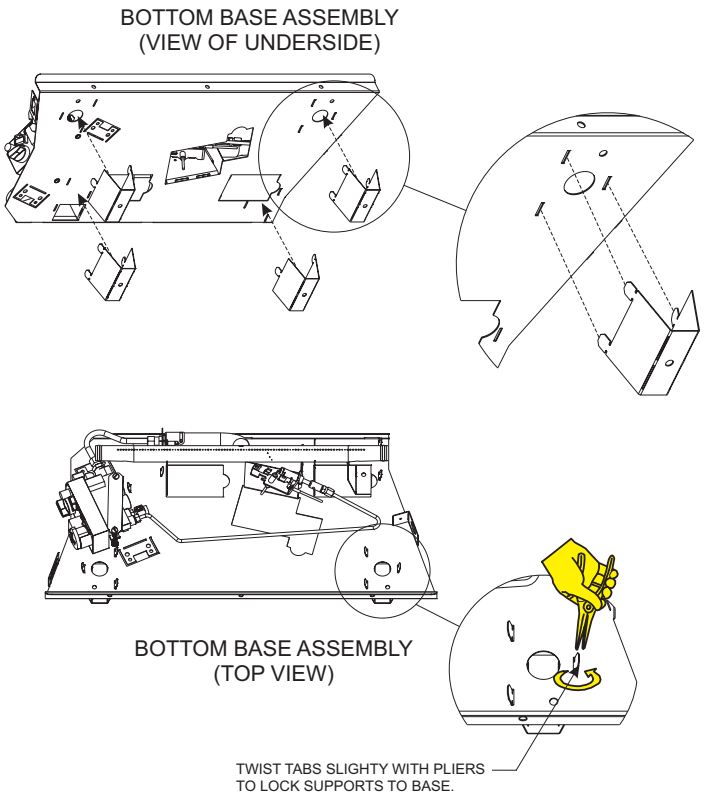
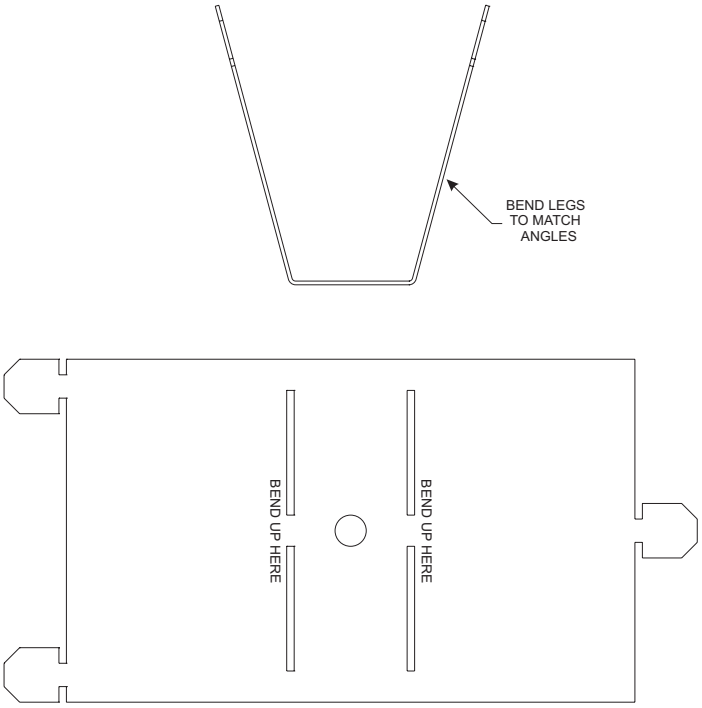

Figure 10
Figure 11
- If a Remote Control option is to be used with the VFRL (millivolt) series burner without the Support Legs installed, the remote receiver box must be installed outside of the firebox away from excessive heat. However, the remote receiver may be placed under the elevated Loft Burner by installing the Burner Support Legs. See Figure 10.
If the Support Legs are to be installed, simply bend each of the legs into a "U" shape to match the drawing in Figure 11. Next, install the legs into the bottom base. Line up the three tabs on each leg with the slots provided, using pliers twist each of the tabs slightly in order to secure the legs to the bottom base.
To install the Support Legs, simply bend each of the legs into a "U" shape to match the drawing in Figure 11. Next, install the legs into the bottom base. Line up the three tabs on each leg with the slots provided, using pliers, twist each of the tabs slightly to secure the legs to the bottom base. See Figure 10.